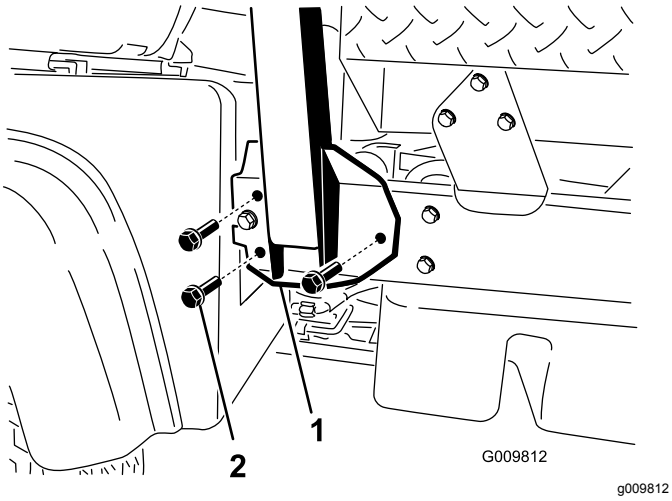

Figura 4
2. Allineate ciascun lato del roll bar con i fori di montaggio su ciascun lato del telaio della macchina (Figura 4).
3. Fissate la staffa di montaggio del roll bar al telaio della macchina con 3 bulloni a testa flangiata (½" x 1¼") su entrambi i lati (Figura 4).